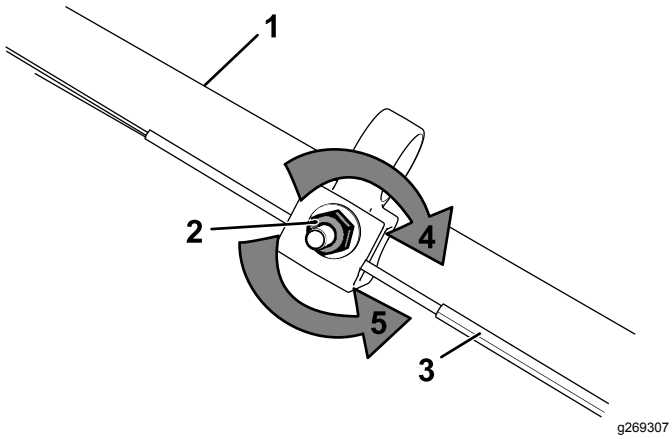

Figura 34
1. Gire la tuerca de ajuste en sentido antihorario para aflojar el ajuste del cable (Figura 34).
2. Ajuste la tensión del cable (Figura 34) tirando del mismo hacia atrás o empujándolo hacia adelante, y sujételo en esa posición.